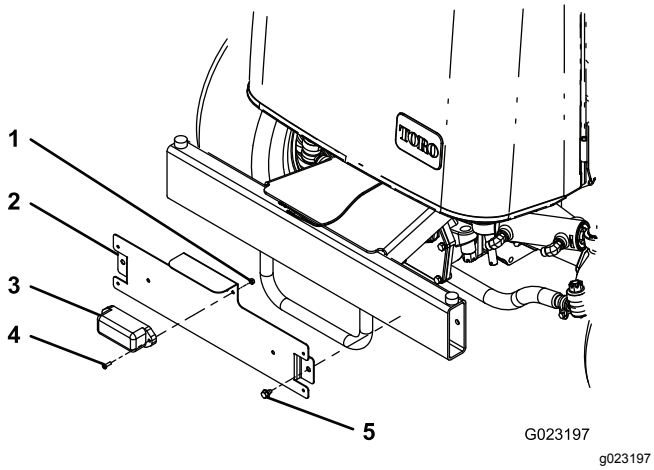

Figuur 21
1. Monteer de kentekenplaatverlichting op de kentekenplaatbeugel met 2 schroeven (nr. 10 x ⅝") en 2 borgmoeren (Figuur 21).
2. Monteer de kentekenplaatbeugel op de achterste bumper. Gebruik hiervoor 2 zelftappende schroeven (5/16" x ½"), zoals getoond in Figuur 21.
Opmerking: Bevestig de kentekenplaatbeugel zoals wordt getoond in Figuur 21.